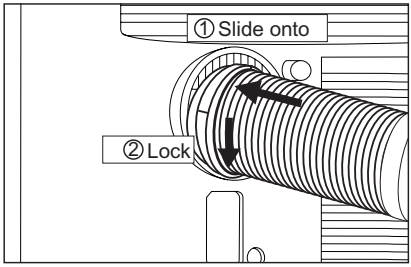

Fig. 4
3. Install the adaptor A into the unit (Fig. 4).